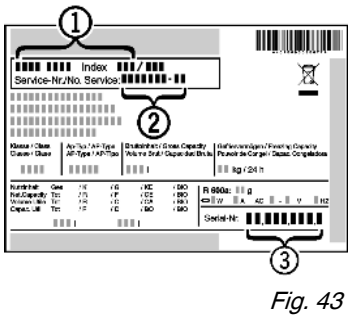

Fig. 43
▶ Считать обозначение устройства *Fig. 43 (1)*, сервисный номер *Fig. 43 (2)* и серийный номер *Fig. 43 (3)* с заводской таблички. Заводская табличка находится внутри устройства слева.